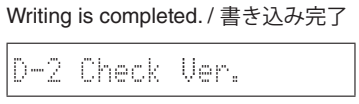

Fig. 3
3. When writing of the firmware is completed, “D-2. Check Ver.” is displayed. (Fig. 3)
3. ファームウェアの書き込み完了後、“D-2. Check Ver.” が表示されます。（Fig. 3）